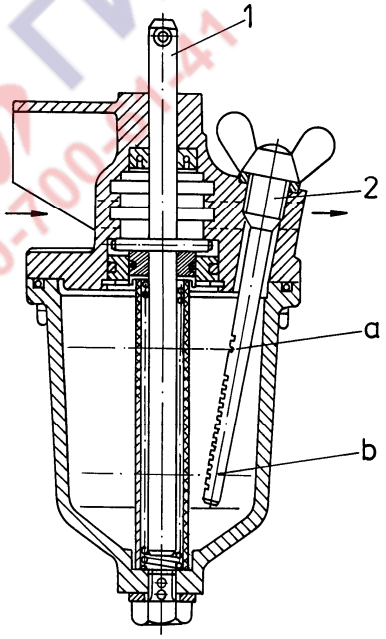

Рис. 5.20. Размораживатель
В зимний период необходимо каждую рабочую смену (каждый рабочий день) проверять уровень спирта в размораживателе с помощью мерного щупа (2, Рис. 5.20).
ВНИМАНИЕ! Щуп (2) выкручивать после выпуска воздуха из системы. Уровень спирта в размораживателе должен находиться между метками щупа «a» и «b» (Рис. 5.20).